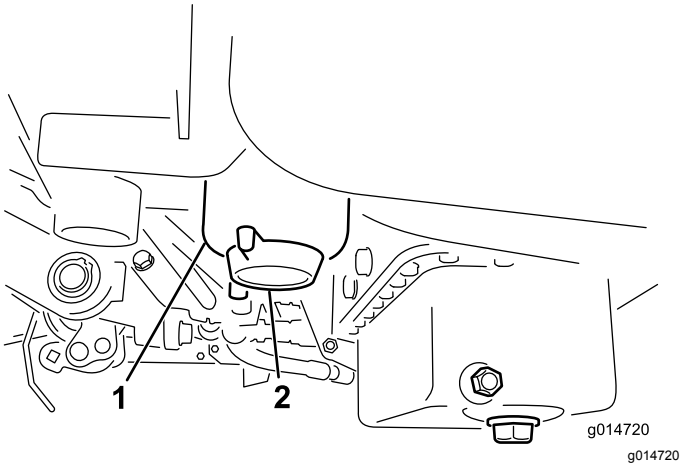

Figur 26
3. Åbn aftapningsproppen på brændstoffilteret ca. en omgang, og aftap eventuelt ansamlet vand (Figur 26).